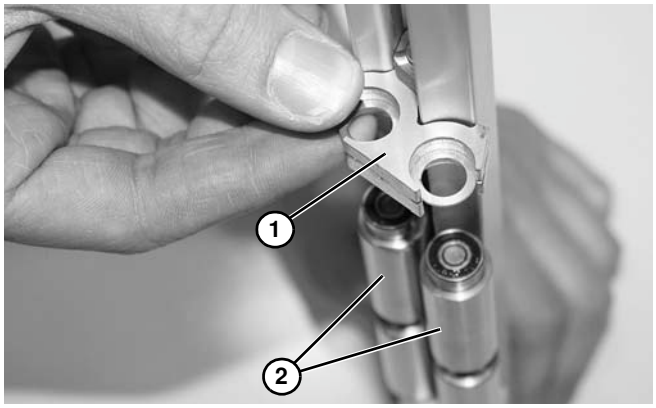

Figure 68
8. Retirer le porte roulement (le cas échéant) **(Figure 68, élément 1)** et les broches **(Figure 68, élément 2)**.